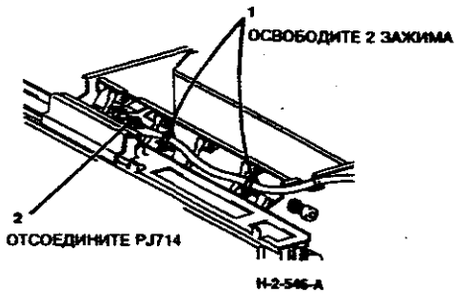

**Рисунок 2. Освободите жгут проводов**
4. (Рисунок 2) Освободите жгут проводов.